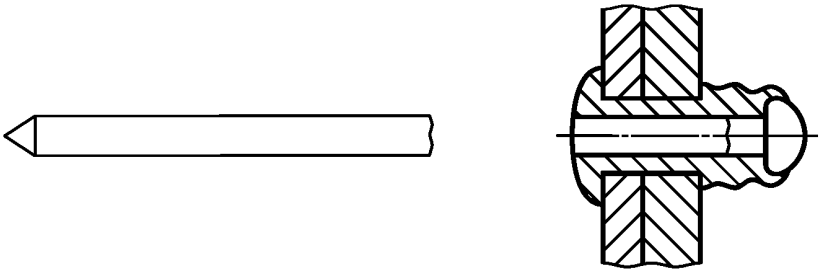

Рисунок 12 — Удлиненный открытый конец
2.3.2 **удлиненный открытый конец** (open end, extended set): Корпус заклепки с открытым концом, характеристики которого позволяют соединять детали с большим разбросом по толщине (рисунок 12).